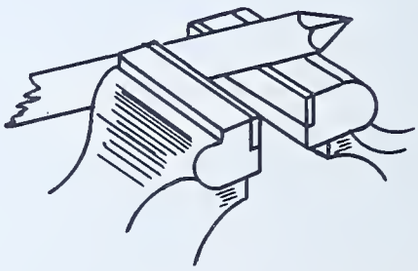

FIG. 3
3. Place the tip between jaws of vise at an angle as indicated in Fig. 3. Close the vise so the tip will be held firmly. To prevent the tip from becoming flat or out of shape, do not close vise too tightly.